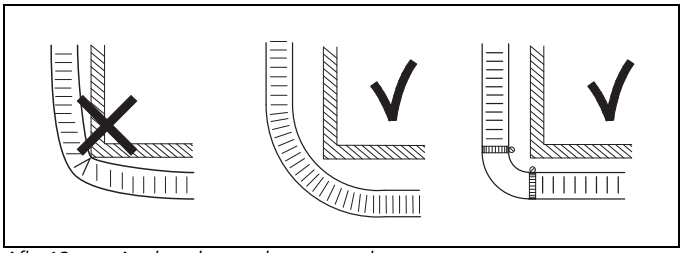

Afb. 12 Aanbevolen aanleg om randen
- – bescherming tegen doorslijten, zie Afb. 12.